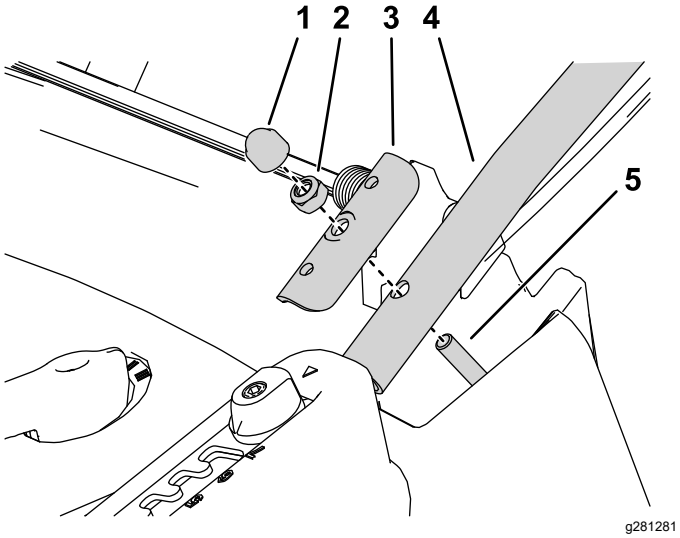

Figur 3
2. Monter et nedre håndtak til hver side av toppen av klippeenheten med en klemmeplate og sekskantlåsemutteren som ble fjernet fra klippeenheten i forrige trinn (Figur 3).